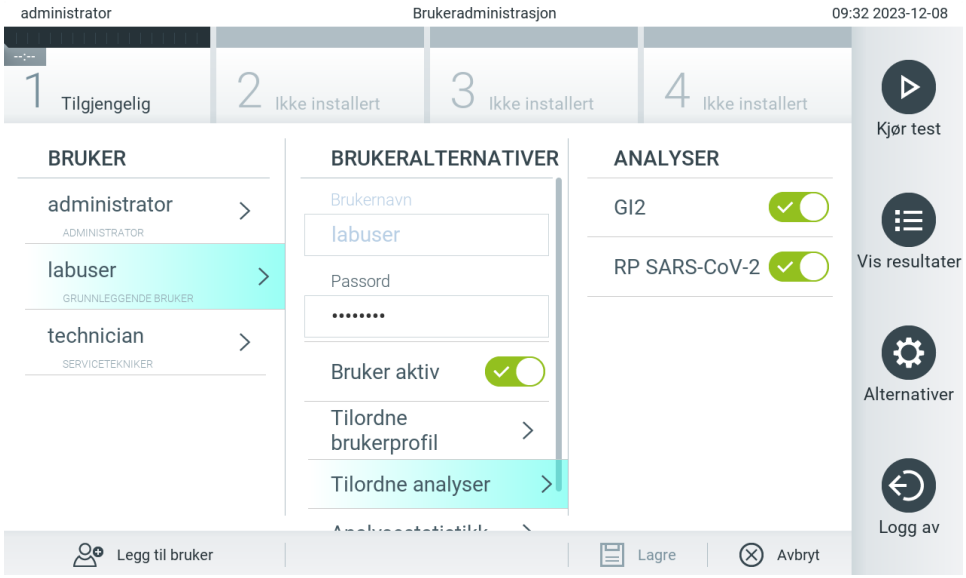

Figur 53. Tilordne analyser til brukere.
- **Assign Assays** (Tilordne analyser): Gjør det mulig å definere analyser fra analysedatabasen som brukeren har lov til å kjøre. Velg analysene på listen til høyre på innholdsområdet (figur 53)